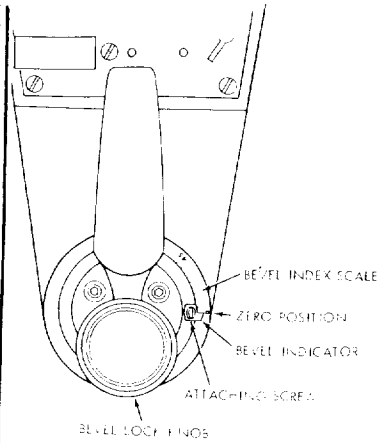

Figure 35
a. The bevel indicator (figure 35) should read 0° on the bevel index scale.